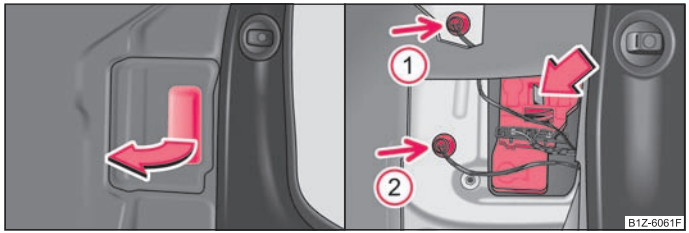

Fig. 153 Coffre à bagages: Cache pour le support d'ampoule/démontage du porte-ampoule
- Ouvrir le cache du phare ⇒ fig. 153, à gauche.
- Poussez les ergots dans le sens de la flèche et retirez le porte-ampoule ⇒ fig. 153, à droite.